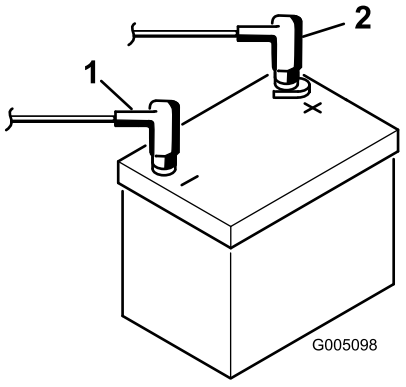

Figur 8
2. Tilslut batteriets pluskabel (rød) fra startmotorens magnetventil til pluspolen (+) på batteriet (Figur 8). Fastgør den med en skruenøgle, og smør polen ind med vaseline. Sørg for, at kablet er fri af sædet i den bageste position, som kan forårsage slitage eller skade på kablet.